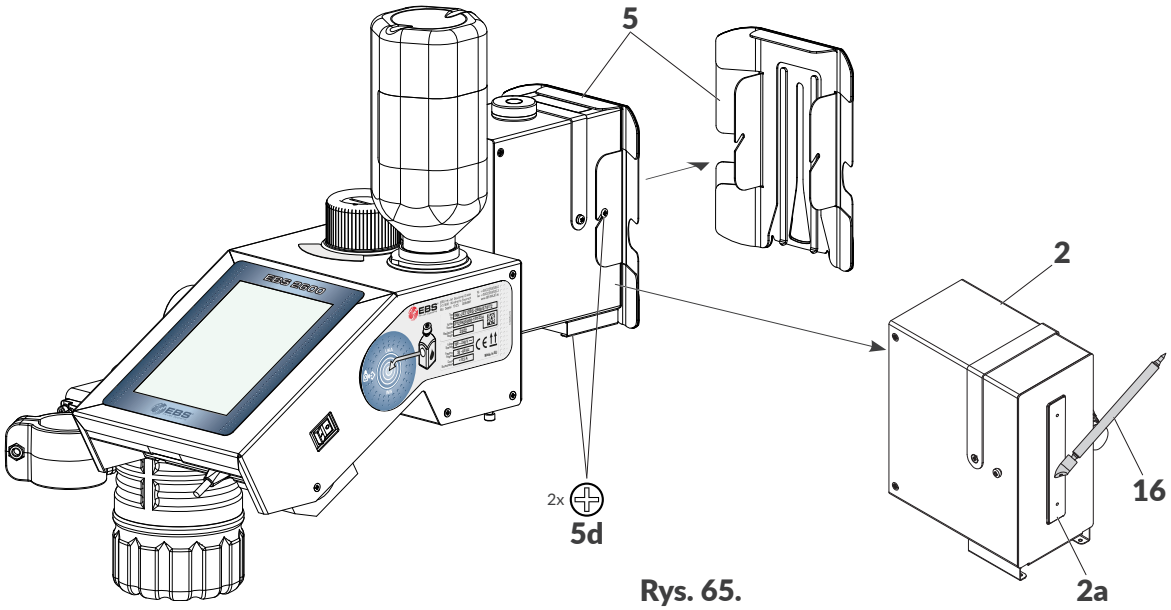

Rys. 65.
2. Za pomocą wkrętaka krzyżakowego poluzuj dwa wkręty **5d** (patrz ***Rys. 65***) mocujące ślizg **5** do głowicy drukującej **2**.